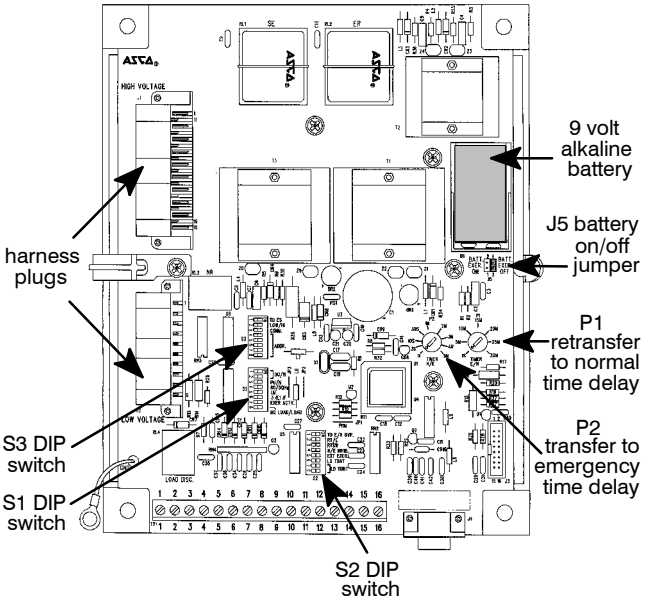

Figure 4-2. Location of potentiometers, DIP switches, battery, and battery jumper.
4. Locate the appropriate adjustment potentiometer or DIP switch for the setting that you want to change. Refer to Table 4-1 and Table 4–2 on page 4-1 and Figure 4-2, Figure 4–3, Figure 4–4 on page 4–2.